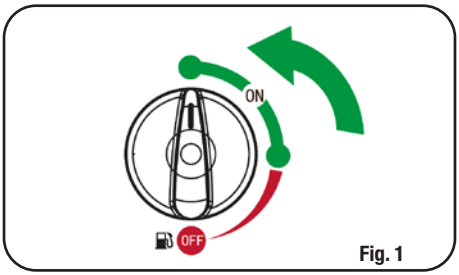

Fig. 1
1. Coloque o interruptor FUEL (Fig. 1) em "ON".